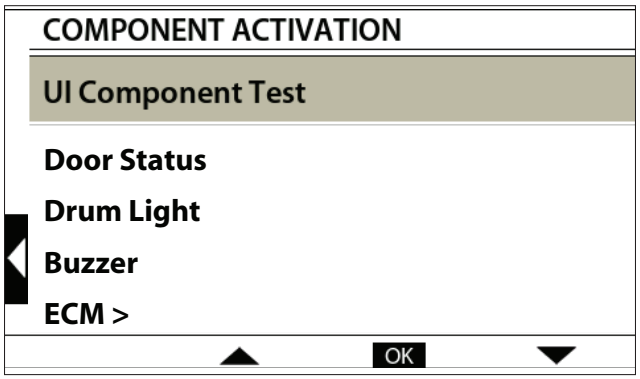

Figure 8 - Component Activation Screen
2. From the Diagnostic Home Screen, select Component Activation. See figure 8.